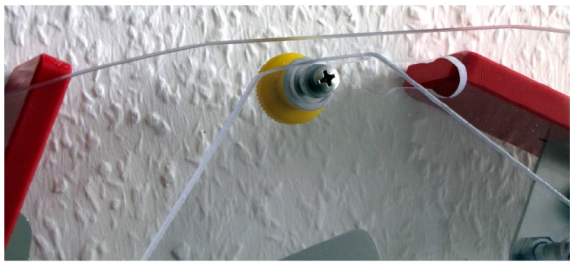

Abb. 10
(1) Die Pedale einzeln in die untere Stellung bringen, so dass der zugehörige gelbe Arretierbolzen sich oben befindet **(Abb. 10)**.
(2) Den Arretierbolzen umfassen, ohne Gewaltanwendung nach Außen schieben, und entsprechend der gewünschten Widerstandsstufe in eine der nachstehend beschriebenen Positionen bringen.